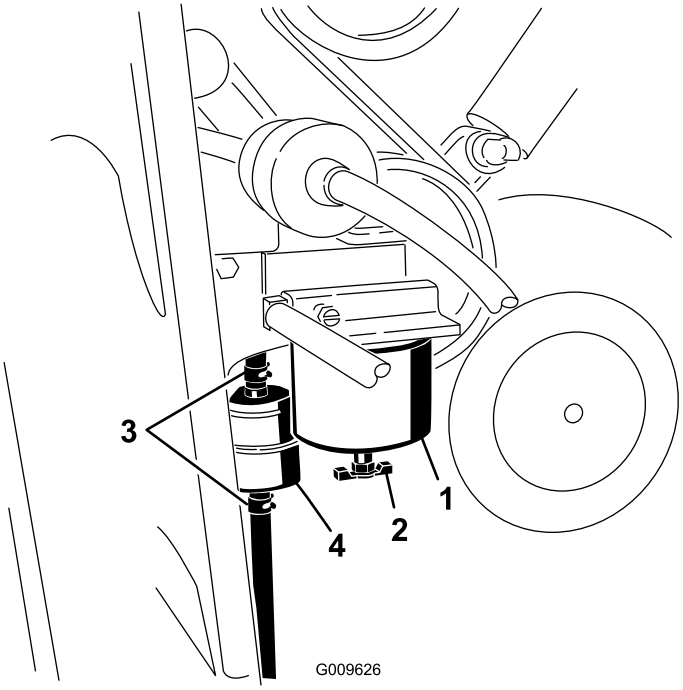

Figuur 37
1. Het brandstoffilter bevindt zich aan de rechterzijde van de motor (Figuur 37). Plaats er een opvangbak onder.
1. De brandstoffilters bevinden zich aan de rechterzijde van de motor (Figuur 37). Plaats er een opvangbak onder.
2. Reinig de omgeving van de plaats waar de filterbus wordt gemonteerd (Figuur 37).
3. Verwijder de filterbus en reinig de plaats waar deze wordt gemonteerd (Figuur 37).
5. Monteer de filterbus met de hand totdat de pakking contact maakt en draai deze vervolgens nog een halve slag verder (Figuur 37).
6. Het inlinefilter bevindt zich achter de brandstoffilterbus (Figuur 37). Let op de richting van de pijl op de zijkant van het inlinefilter.
7. Open de klemmen aan de uiteinden van het inlinefilter en schuif de slangen eraf (Figuur 37). Gooi het filter weg.
8. Schuif de slangen over het uiteinde van een nieuw filter (Figuur 37) en zorg ervoor dat de pijl op het filter in dezelfde richting wijst als de pijl op het oude filter.